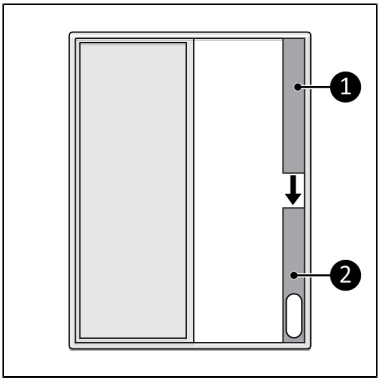

Abbildung 44.
3. Platzieren Sie das mitgelieferte Fenster-Kit in die Öffnung des Fensters (Abbildung 44, Pos. 2). Verwenden Sie das Oberteil (Abbildung 44, Pos. 1), um die Höhe des Fensters anzupassen.